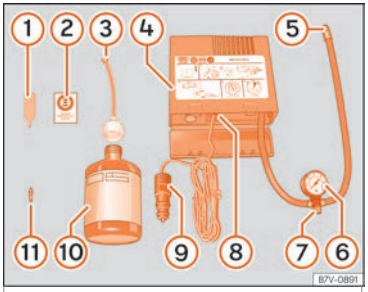

Fig. 49 Standard display: contents of the anti-puncture kit.
• Unscrew the tyre valve cap and insert. Use the ››› Fig. 49 ① tool to remove the insert. Place it on a clean surface.
• Shake the tyre sealant bottle vigorously ››› Fig. 49 ⑩.
- Screw the inflator tube ››› Fig. 49 ③ into the sealant bottle. The bottle's seal will break automatically.
- Remove the lid from the filling tube ››› Fig. 49 ③ and screw the open end of the tube into the tyre valve.
- Place the insert back into the tyre valve using the tool ››› Fig. 49 ①.
- Screw the compressor tyre inflator tube ››› Fig. 49 ⑤ into the tyre valve.
- Check that the air bleed screw is closed ››› Fig. 49 ⑦.
- Insert the connector ››› Fig. 49 ⑨ into the vehicle's 12-volt socket ››› page 120.
- Turn the air compressor on with the ON/OFF switch ››› Fig. 49 ⑧.
- Attach the sticker ››› Fig. 49 ② to the instrument cluster, within the driver's visual field.